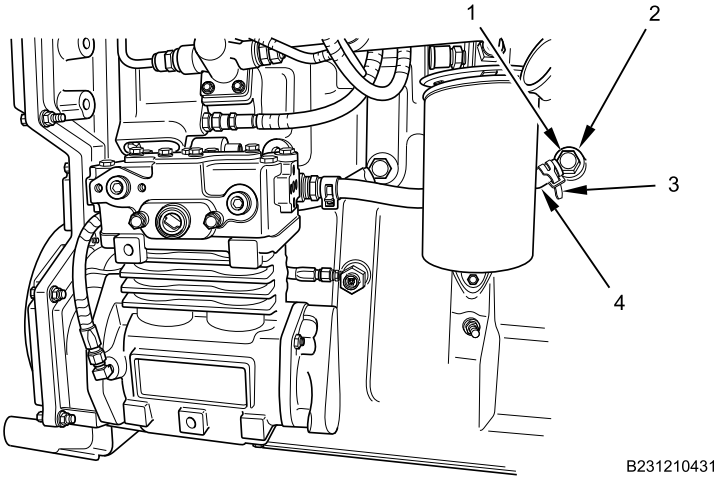

Figure 14. Air Compressor Coolant Outlet Block Connection.
9. Apply thread sealing compound to angle fitting (Figure 14, Item 1), install fitting on engine block coolant port (Figure 14, Item 2), and tighten securely.
10. Install air compressor coolant outlet hose (Figure 14, Item 4) and hose clamp (Figure 14, Item 3) on angle fitting (Figure 14, Item 1).